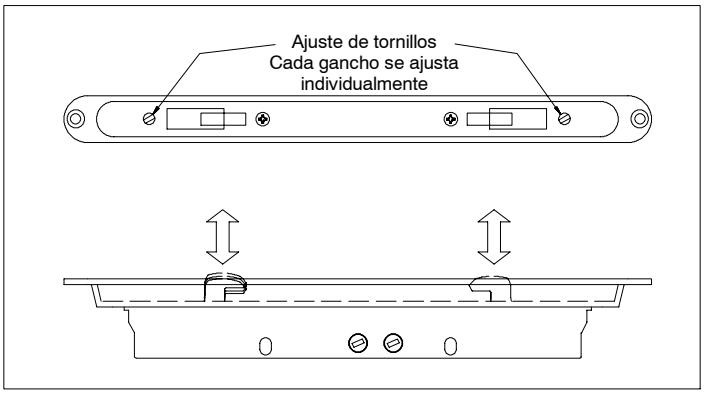

Figura 4: Ajuste de ganchos.
1. Ajuste los ganchos hacia adentro o hacia afuera como sea necesario para enclavar el pestillo fácilmente y minimizar el desplazamiento de la puerta móvil cuando se encuentre cerrada. Un 1/4 de giro en sentido horario extenderá el gancho, un giro en sentido antihorario llevará el gancho hacia adentro. Ver figura 4.